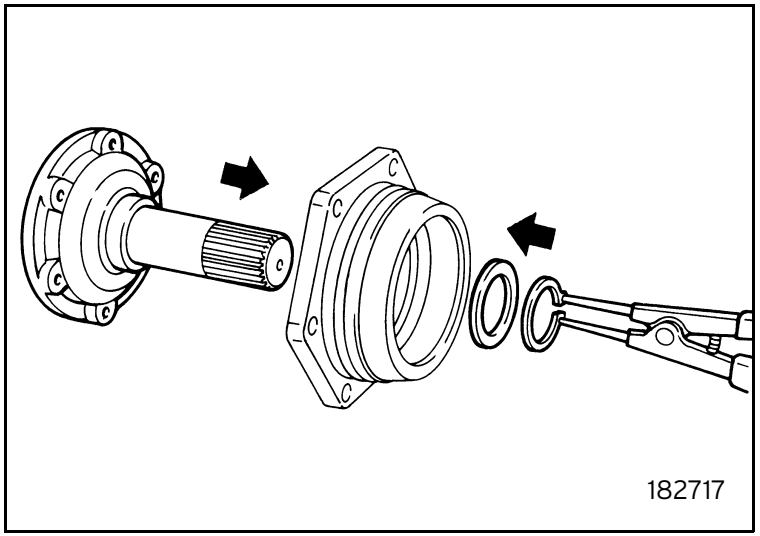

Fig. 17
- Fit the shim and the axle shaft flange. Fasten by means of the snap ring (figure 17). Repeat the operation on the other hub.